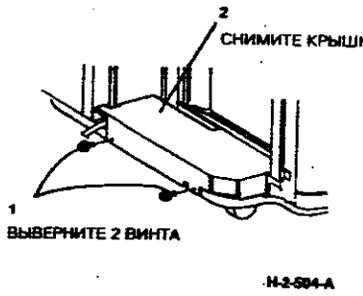

**Рисунок 1. Снятие нижней крышки**
2. (Рисунок 1) Снимите нижнюю крышку.